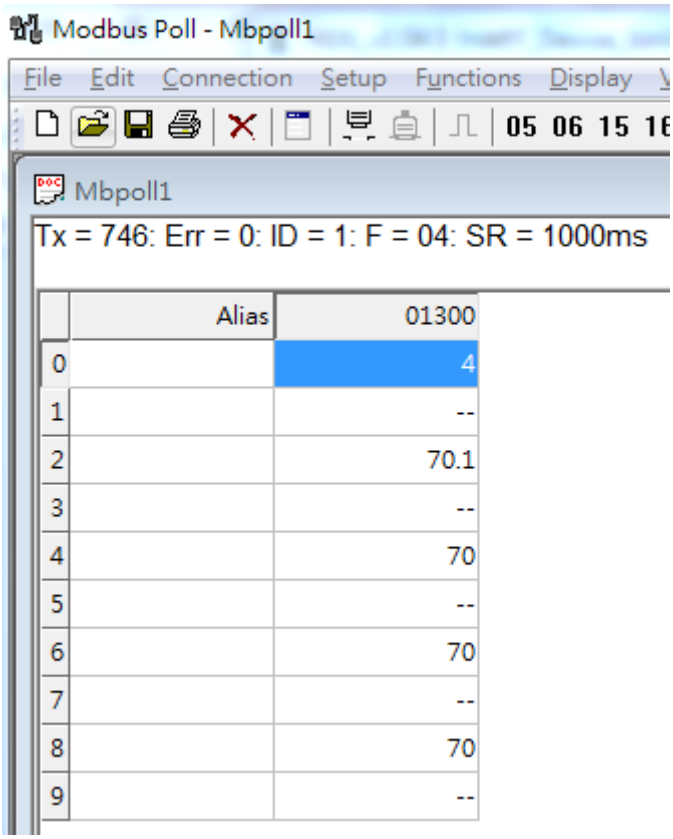

Figure 3-13 The CMD(3) data of HART device
<9> The CMD(3) data of HART device is shown like Figure 3-13.